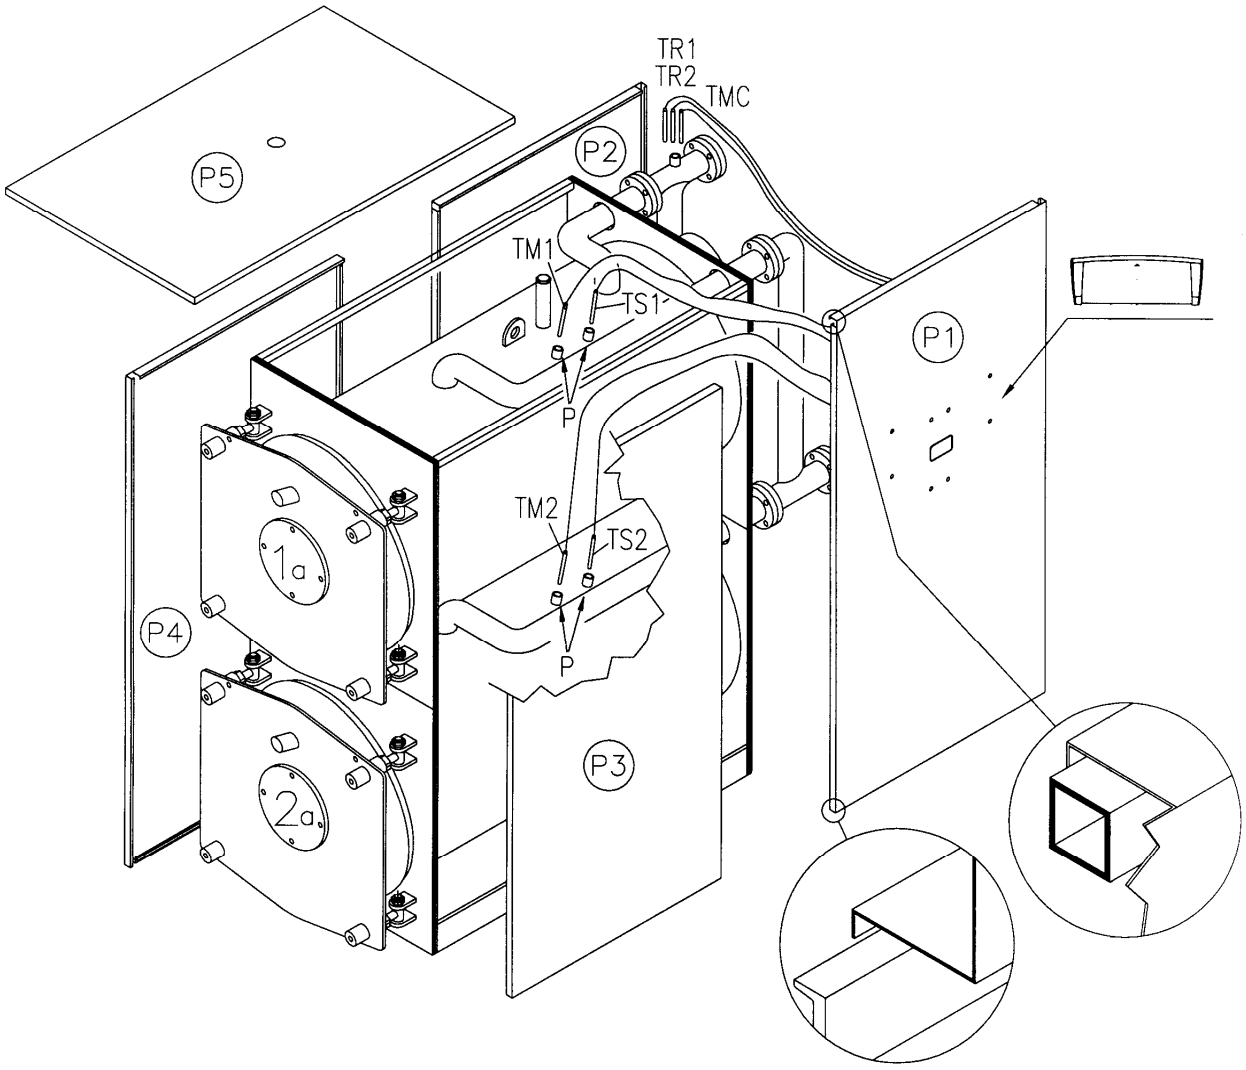

Рис. 10
4.4 ОБШИВКА КОТЛА REX DUAL/REX DUAL F 14÷70 (РИС. 10)
a) Обернуть стекловатой корпус котла, оставив свободными зумпфы для колб (P), расположенные на правой стороне котла.